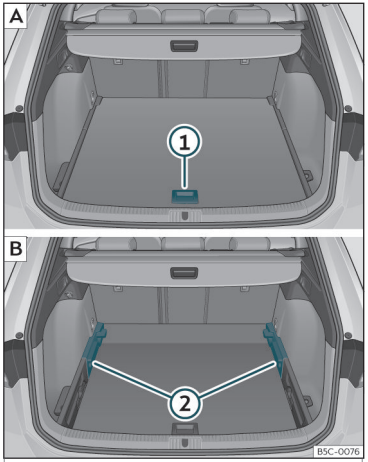

Fig. 113 Piano variabile del bagagliaio: A posizione elevata; B posizione bassa.
• Per passare dalla posizione bassa a quella elevata, sollevare il piano mediante la maniglia››› **fig. 113** ①, e tirarlo all'indietro finché la parte anteriore del piano non sarà completamente fuoriuscita rispetto ai supporti ››› **fig. 113** ②.
• Far scorrere il piano in avanti attraverso i supporti fino a farlo entrare in contatto con lo schienale dei sedili posteriori, e, successivamente, abbassare il piano con la maniglia ①.
• Per passare dalla posizione elevata a quella bassa, sollevare il piano mediante la maniglia ››› **fig. 113** ①, e tirarlo all'indietro finché la parte anteriore del piano non sarà completamente fuoriuscita rispetto ai supporti ››› **fig. 113** ②.
• Far combaciare la parte anteriore con il piano e spingere il piano in avanti fino a farlo entrare in contatto con lo schienale dei sedili posteriori, abbassando allo stesso tempo il piano con la maniglia ①.
• Con il piano variabile in posizione elevata, sollevarlo con la maniglia››› **fig. 113** ①, tirarlo e spingere verso lo schienale dei sedili posteriori finché il piano non si piega sulla linea della cerniera e la parte mobile del piano non si appoggia sullo stesso.